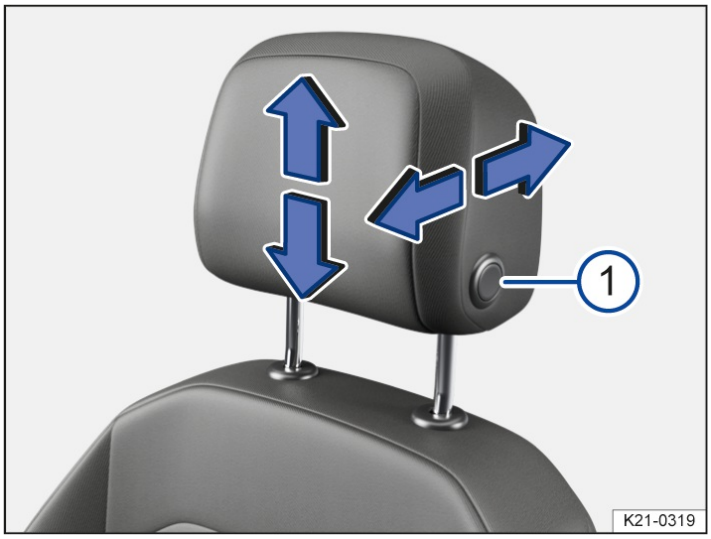

Fig. 2 Removing the front head restraint with forward/backward adjustment (general example).
3. On both sides, insert a flat object, e.g. a plastic card, between the backrest cover and the head restraint guide rod cap and, at the same time, unlock the support rods by pressing slightly → *fig. 2* (1).
2. Push the head restraint downward while pressing the→ *fig. 2* (1) button fully.